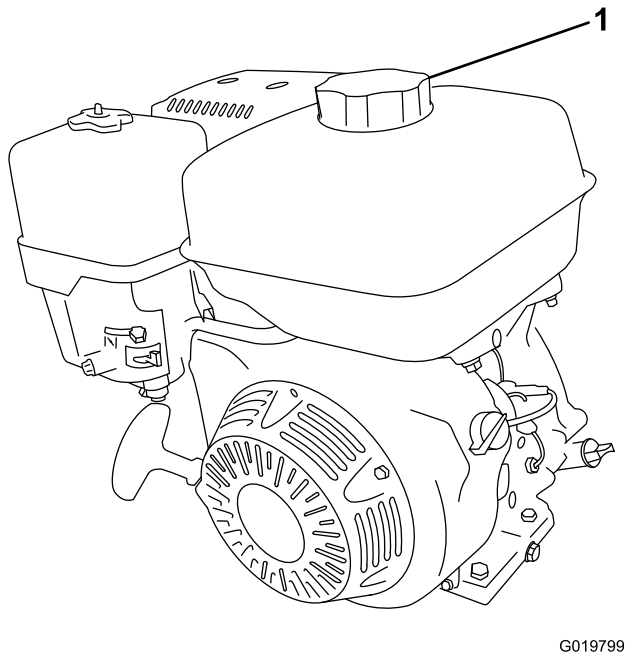

Figure 31
2. Nettoyez la surface autour du bouchon du réservoir de carburant et enlevez le bouchon (Figure 31).
4. Revissez fermement le bouchon du réservoir de carburant (Figure 31).